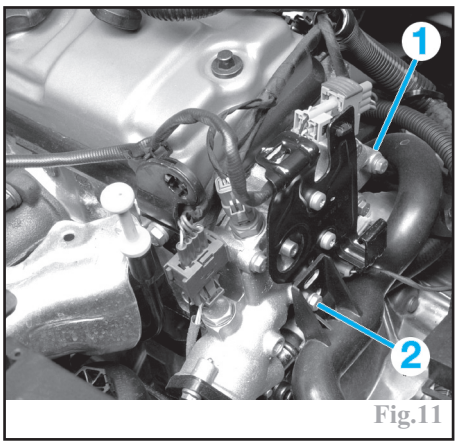

Fig.11
Déposer les vis (1) et (2) du conduit d'air (Fig.11).